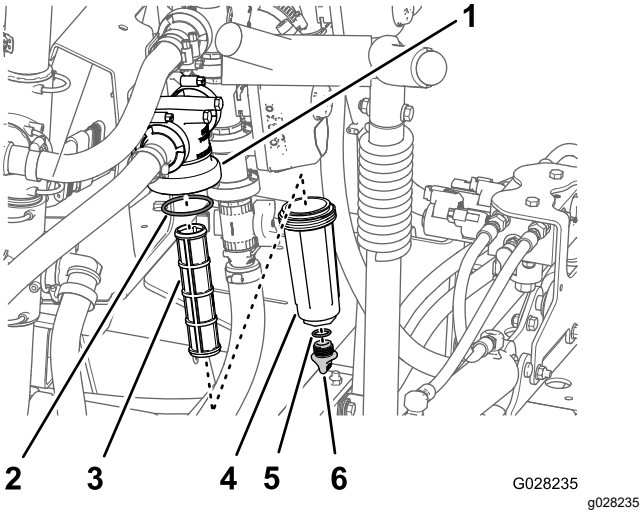

Figura 109
2. Coloque un recipiente de drenaje debajo del filtro de presión (Figura 109).
3. Gire el tapón de vaciado en sentido antihorario y retírelo de la cubeta del filtro de presión (Figura 109).
4. Enrosque la cubeta en sentido antihorario y retírela de la cabeza del filtro (Figura 109).
5. Retire el elemento usado del filtro de presión (Figura 109).
6. Inspeccione la junta tórica del tapón de vaciado (situada dentro de la cubeta) y la junta tórica de la cubeta (situada dentro de la cabeza del filtro) en busca de daños o desgaste (Figura 109).
7. Instale el elemento nuevo del filtro de presión en la cabeza del filtro (Figura 109).
8. Instale la cubeta en la cabeza del filtro, y apriétela a mano (Figura 109).
9. Instale el tapón en la cubeta, y apriételo a mano (Figura 109).